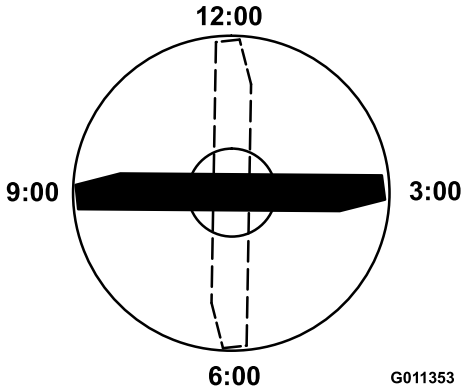

Figur 66
4. Anbring skæret på den afmærkede ende af skærekniven på kl. 12 (lige ud i klipperetningen) (Figur 66), og mål højden fra bordet til skæreknivens skær.
5. Drej skæreknivens afmærkede ende til kl. 3 og kl. 9 (Figur 66), og mål højderne.